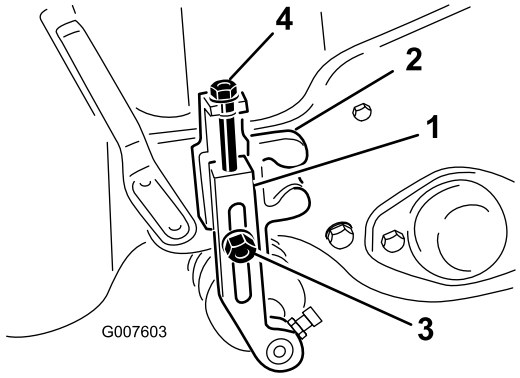

**Figura 51**
2. Desaperte as porcas de aperto que prendem os braços da altura de corte para a altura de corte (Figura 51).